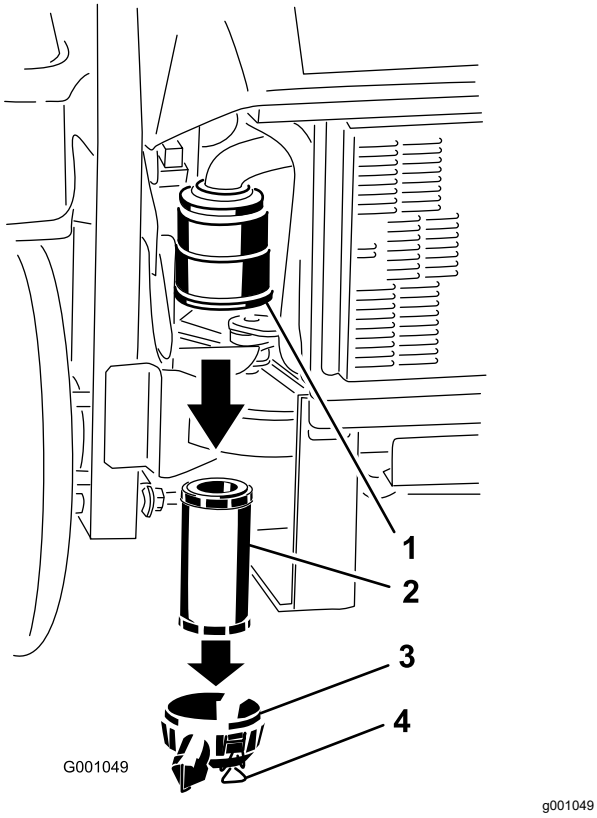

Rysunek 54
3. Zwolnij zatrzaski znajdujące się na filtrze powietrza i zdejmij pokrywę filtra powietrza z obudowy filtra (Rysunek 54).
5. Delikatnie wysuń filtr powietrza z obudowy (Rysunek 54).